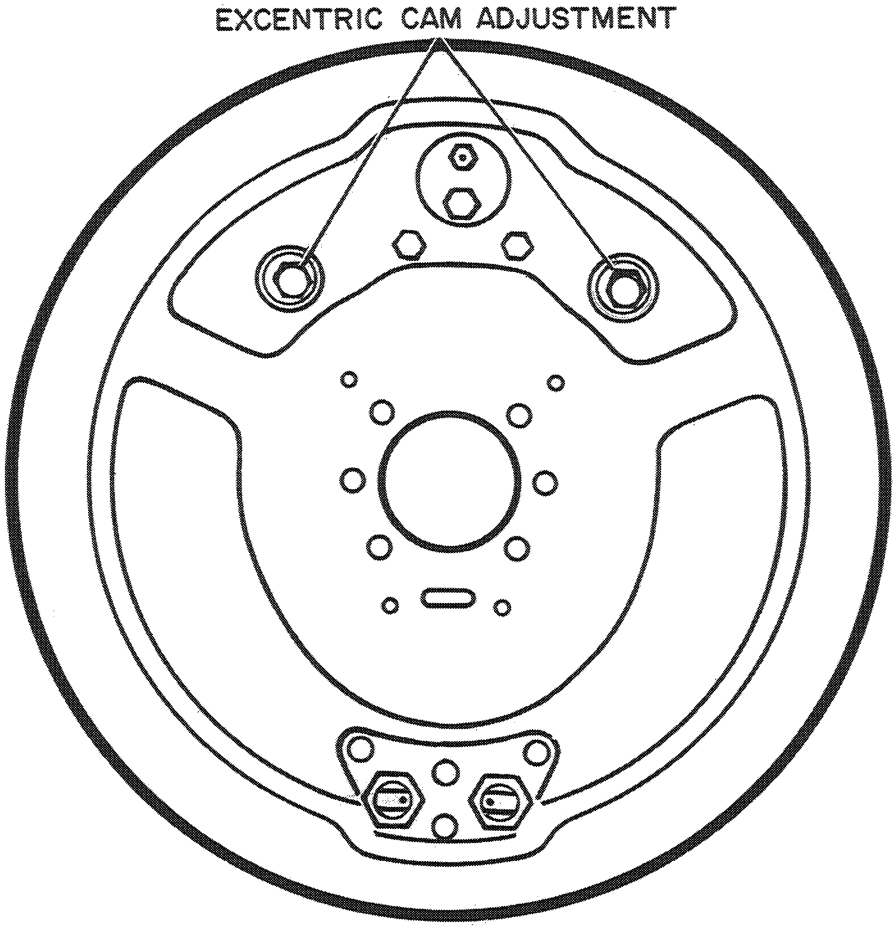

Figure W-27
3. Turn the excentric cam as shown, Figure W-27, until the brake shoe contacts the drum and the wheel can no longer be turned, then back off the excentric cam sufficiently to permit a free rolling wheel.